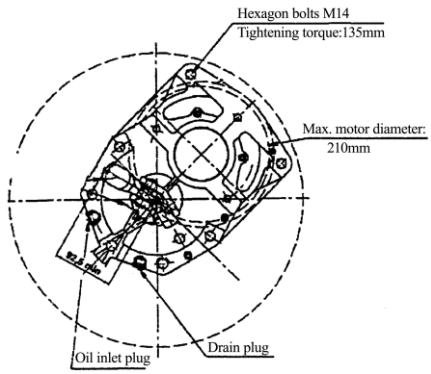

Fig.1-6
1.3.2 Mounting the transmission case on the frame (Fig.1-6)
Check the surface of frame joint plate for damage and irregularities, and the regularity of transmission case surface is required not bigger than 0.1mm. Fasten the transmission case to the frame with 7 M14 hexagon bolts with torque 135 Nm. See it as Fig1-6. There are one inlet and one outlet separately below the transmission case frame.